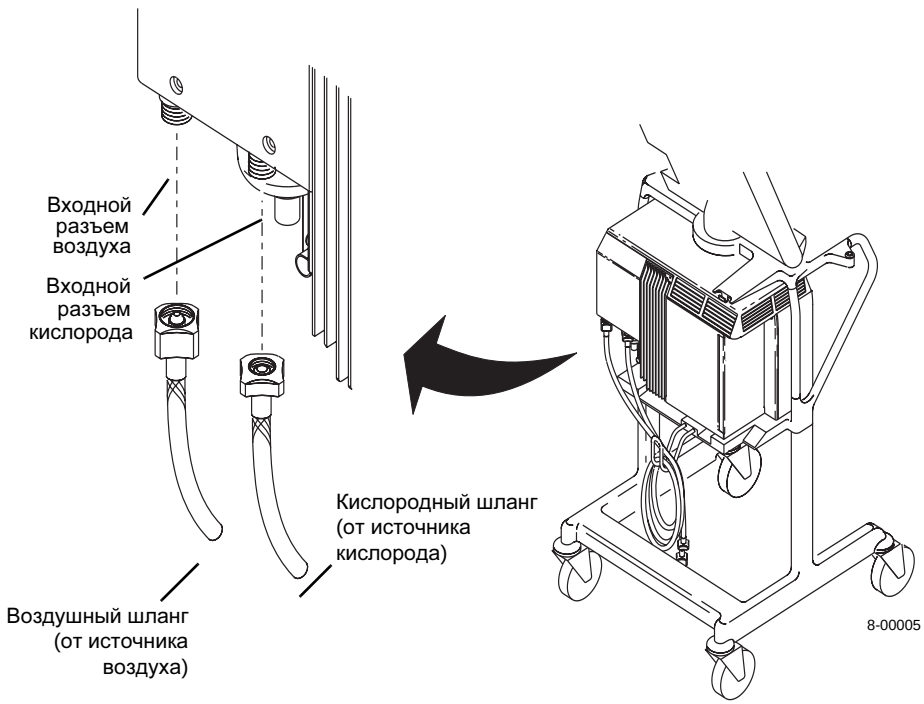

Рис. 2-5. Подключение источников воздуха и кислорода
2. Присоедините шланги от источников к входным разъемам на задней стенке вентилятора (см. Рис. 2-5).
Когда шланги воздуха и кислорода не используются, то для удобства хранения их можно обмотать вокруг крючка на задней стенке тележки (см. Рис. 2-5).